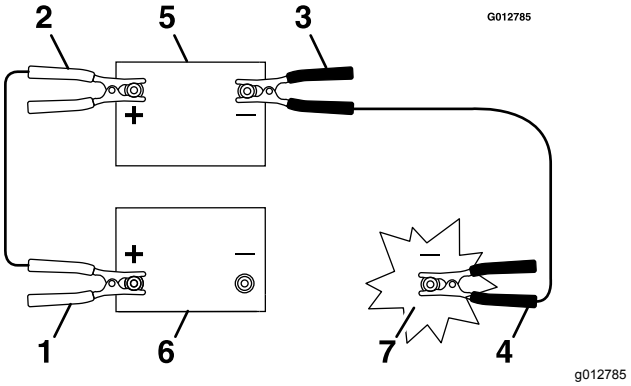

**Figuur 50**
3. Koppel de pluskabel (+) aan op de pluspool (+) van de ontladen accu die verbonden is met de starter of de solenoïde; zie Figuur 50.